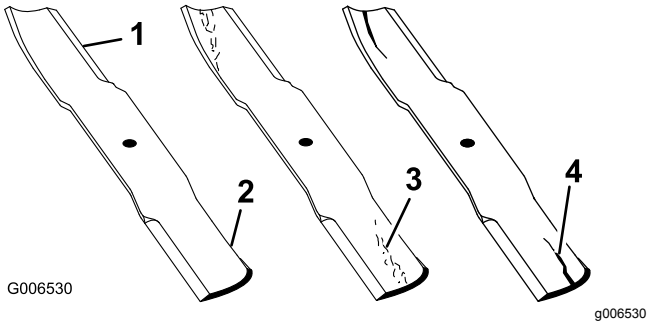

Figuur 108
1. Controleer de snijranden (Figuur 108).
4. Als u scheuren, slijtage of groefvorming in dit deel constateert, moet u direct een nieuw mes monteren (Figuur 108).